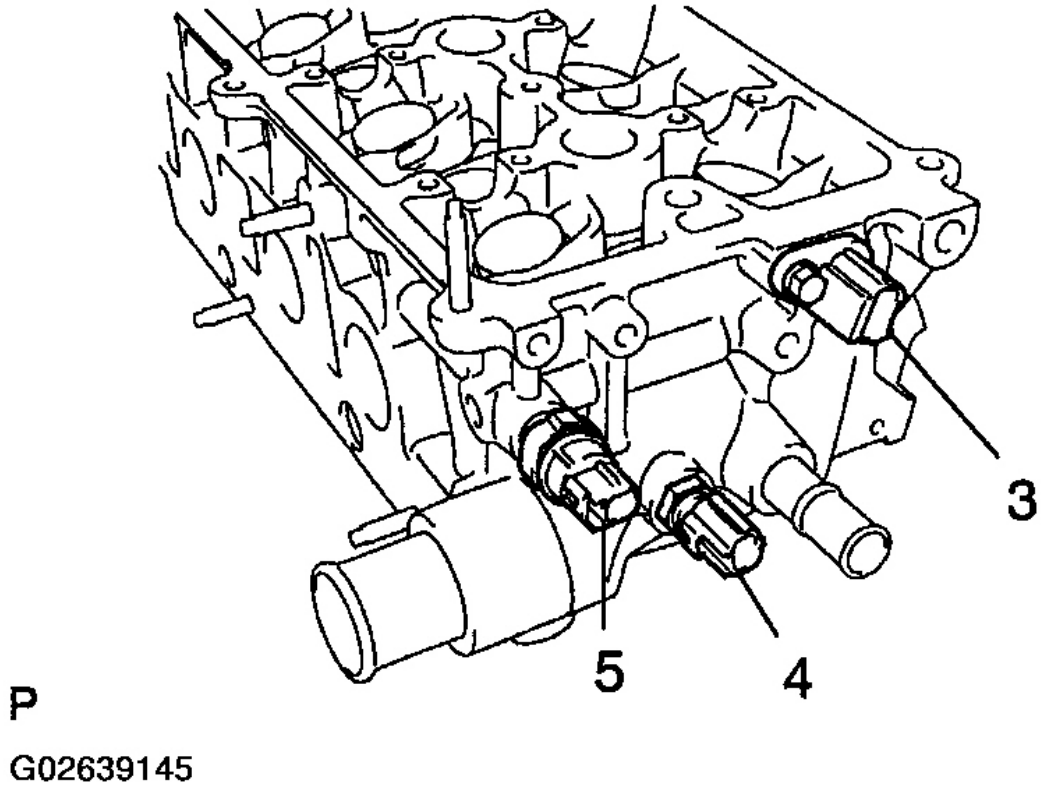

Fig. 136: Installing Camshaft Position Sensor, ECT Sensor & Oil Pressure Switch
Install the camshaft position sensor with the bolt. See **Fig. 136**.
Install a new gasket and the ECT sensor. See **Fig. 136**.
a. Apply adhesive to 2 or 3 threads of the oil pressure switch. See **Fig. 136**.